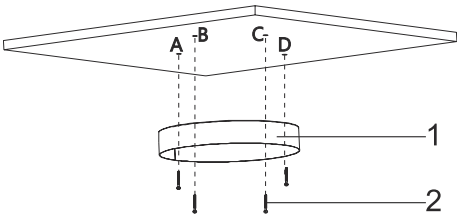

Fig. 11
4. Montér nu loftbeslaget på loftet med de medfølgende skruer (Fig. 11).